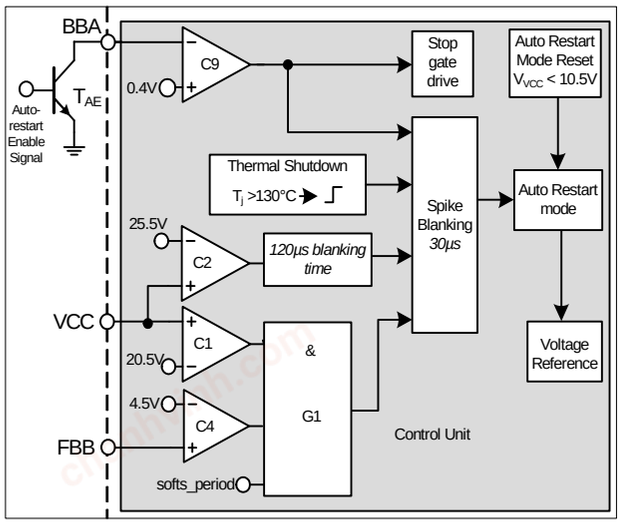

Figure 29 Vcc OVP, OTP, external protection enable
Vcc OVP (1) condition is when V_{VCC} voltage is > 20.5V, V_{FBB} voltage is > 4.5V and during soft start period, the IC enters into odd skip Auto Restart Mode. This condition likely happens during start up at open loop fault. (Figure 29).
Vcc OVP (2) condition is when V_{VCC} voltage is > 25.5V, the IC enters into odd skip Auto Restart Mode (Figure 29).
The over temperature protection OTP is sensed inside the controller IC. The Thermal Shutdown block keeps on monitoring the junction temperature of the controller. After detecting a junction temperature higher than 130°C, the IC will enter into the non switch Auto Restart mode. The F3R80 has also implemented with a 50°C hysteresis. That means the IC can only be recovered when the controller junction temperature is dropped 50°C lower than the over temperature trigger point (Figure 29).
The external auto restart enable feature can provide a flexibility to a customer's self-defined protection feature. This function can be triggered by pulling down the V_{BBA} voltage to < 0.4V. Or it can simply trigger the base pin of an external transistor, T_{AE} at the BBA pin. When this function is enabled, it will enter into the non switch auto restart mode. The gate drive is stopped and there is no switching pulse before it is recovered (Figure 29).